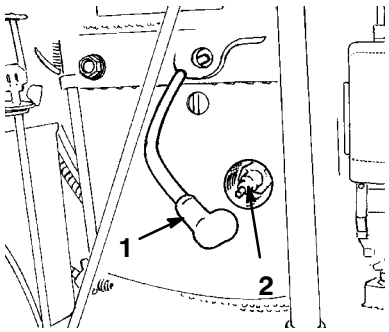

Bild 17
2. Ziehen Sie den Kerzenstecker von der Zündkerze (Bild 17). Reinigen Sie den Bereich um die Zündkerze, um zu verhindern, dass Schmutz in den Motor fallen und Schäden verursachen kann.
3. Drücken Sie den/die Kerzenstecker auf die Zündkerze(n) auf (Bild 17).